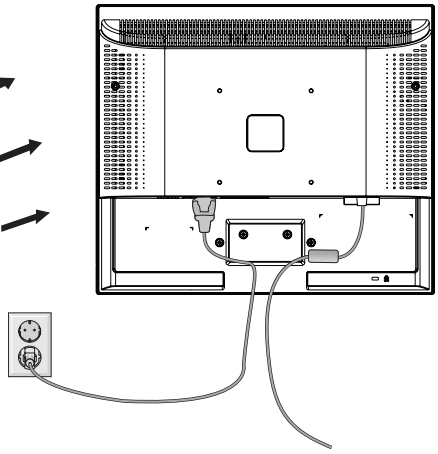

Abbildung R.3
4. Schließen Sie das Netzkabel an der Rückseite des Monitors an (**Abbildung R.3**).